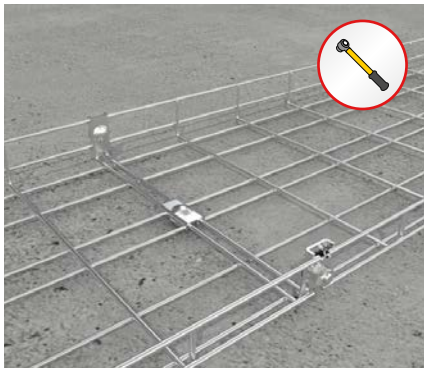

Fig. 3: Risk of cable damage
6. Threaded rod ends must be avoided in areas where cables and conductors are routed (see Fig. 3). Risk of cable damage!